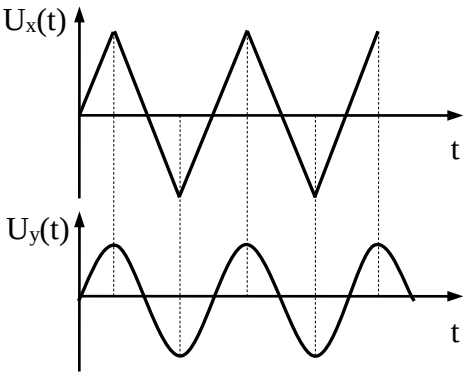

Рис. 12.
26. На входы X и Y осциллографа поданы напряжения, показанные на рис. 12. Постройте изображение, получающееся на экране осциллографа.